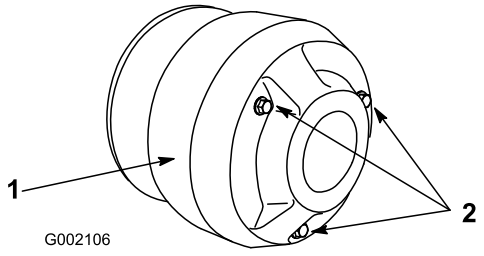

Figuur 40
3. Verwijder de drie bouten waarmee de kap is bevestigd, en haal deze weg (Figuur 40).